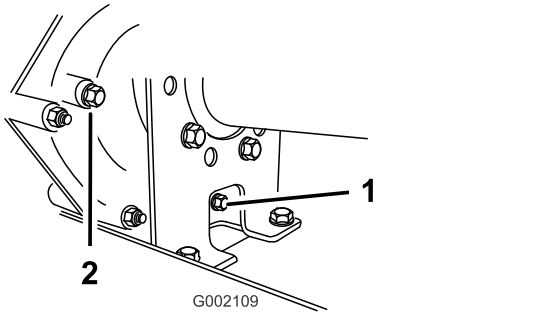

Figur 57
2. Rengör området kring påfyllnings- och avtappningspluggarna med hjälp av en trasa (Figur 57).
4. Ta bort påfyllningspluggen genom att vrida den motsols (Figur 57).
5. Ta bort avtappningspluggen genom att vrida den motsols (Figur 57).
6. Sätt i och dra åt avtappningspluggen och packningen i transmissionens avtappningsplugghål (Figur 57).
7. Fyll på behållaren (Figur 58) genom påfyllningshålet med cirka 1,4 liter angiven vätska eller tills vätskenivån i transmissionen är i nivå med gängornas nederkant (Figur 57).
8. Sätt i och dra åt påfyllningspluggen och packningen i transmissionens påfyllningsplugghål (Figur 57).
10. Kontrollera vätskenivån och fyll på vätska om nivån inte är i nivå med påfyllningspluggens gängor (Figur 57).